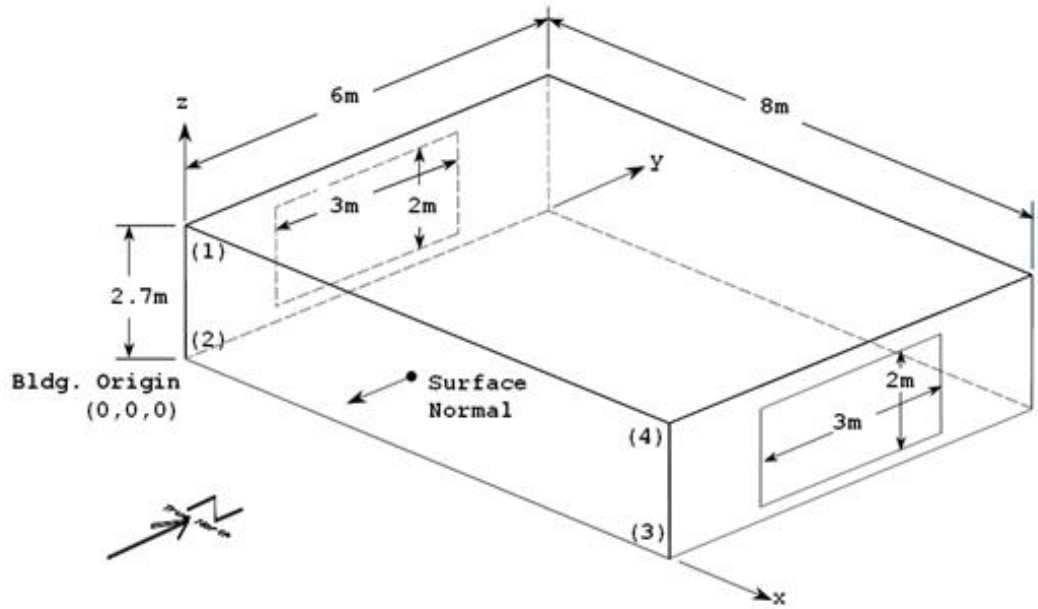

Figure 4.1: Schematic for Exercise 1
5. Add the east window (3m wide by 2m high, centered on wall, *see the drawing in Figure 4.1 to determine coordinates):*
- Vertex coordinates = *as determined from the drawing Figure 4.1*. Coordinates in this input are in World Coordinates (all relative to the global origin of 0,0,0). Coordinates are specified as viewed from the outside of the surface, using the rules specified in the SurfaceGeometry object.